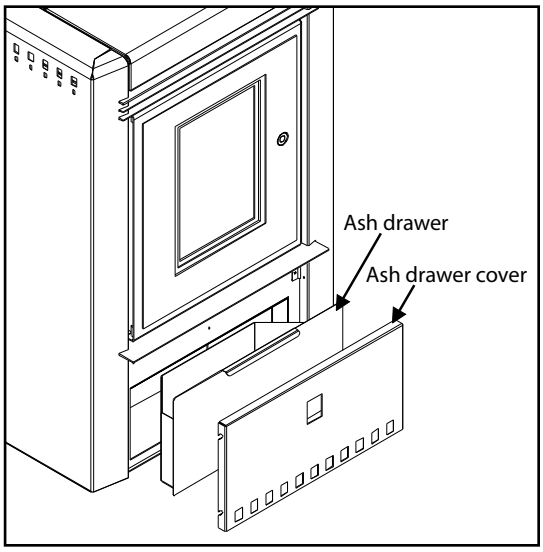
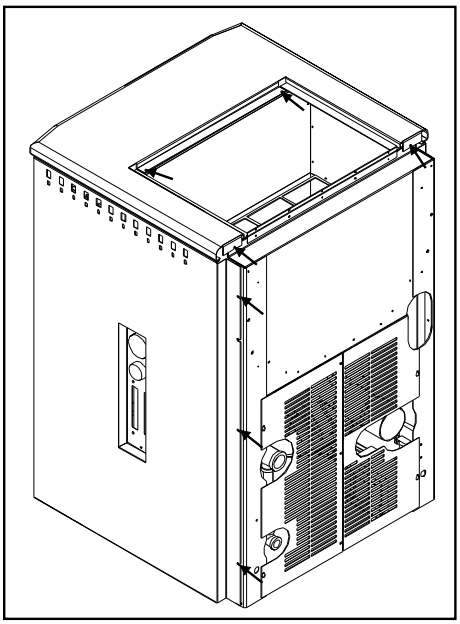
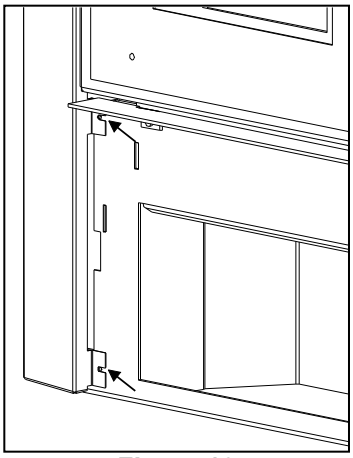

Figure 8
Figure 9
Figure 10
Remove ash drawer (see Figure 8). Dump the ashes into a metal container stored away from combustibles. Monitor the ash level every week. Remember that different pellet fuels will have different ash contents. Ash content is a good indication of fuel efficiency and quality. Refer to "Warnings and Recommendations" for disposal of ashes.
Remove the top and both cab sides. To remove the top, loosen the two (2) screws at the back and remove the two (2) under the hopper lid shown in Figure 9. Pull the top up at the back and slide it forward. To remove the cab sides loosen the three (3) T20 screws on the back of each side (see Figure 9). Remove the ash drawer cover and ash drawer (see Figure 8) then remove the T20 screws from the two (2) front tabs (see Figure 10) .